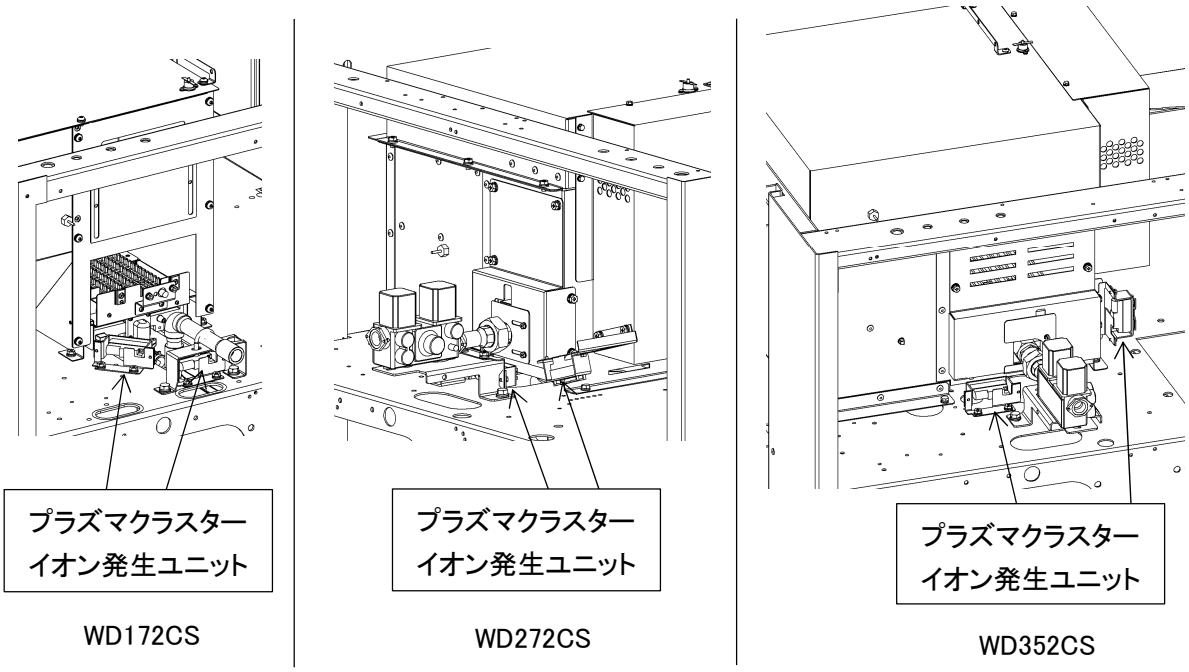

図 8-32
8. 3. 20 プラズマクラスターイオン発生ユニット（図 8-32、33、34、35）